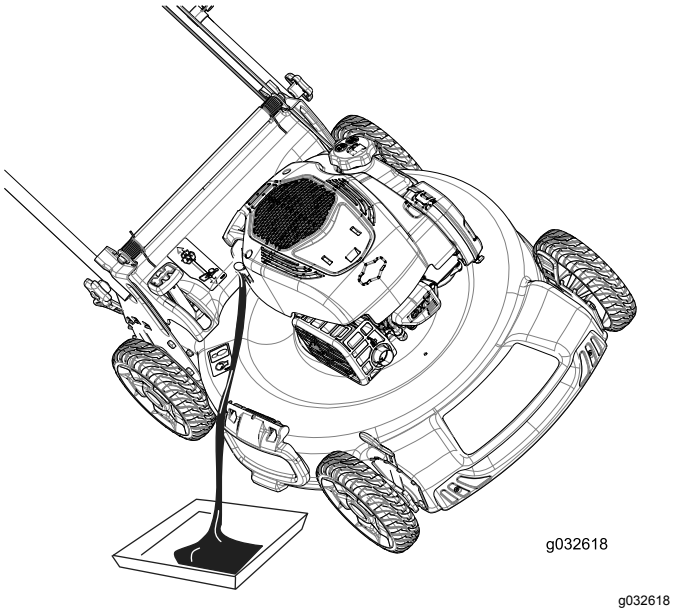

Rysunek 28
4. Przechyl maszynę na bok (tak, aby filtr powietrza był skierowany w górę), aby spuścić zużyty olej przez szyjkę wlewu oleju (Rysunek 28).